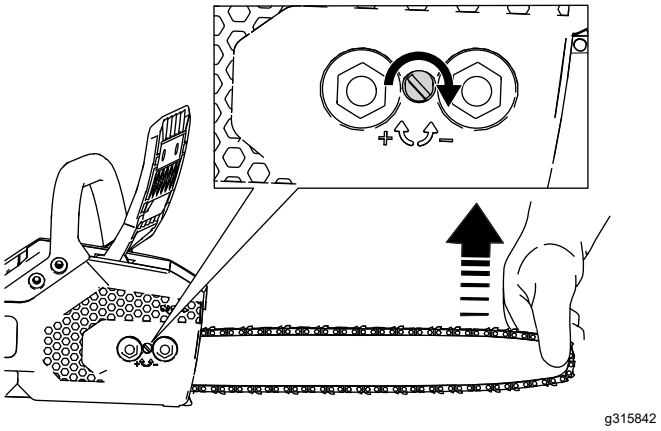

**Figur 27**
6. Hold spidsen af styreskinnen opad (Figur 27).
- **For at spænde kæden** skal skruen til kædespænding skrues med uret (Figur 27).